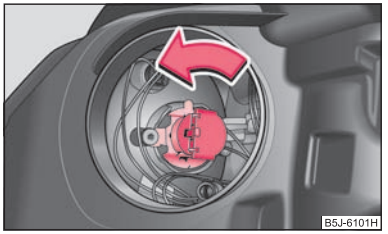

Fig. 170 Desmontaje de la bombilla para luz de carretera
- Girar el conector junto con la bombilla hacia la izquierda, hasta la tope, y retirarlo ⇒ fig. 170.